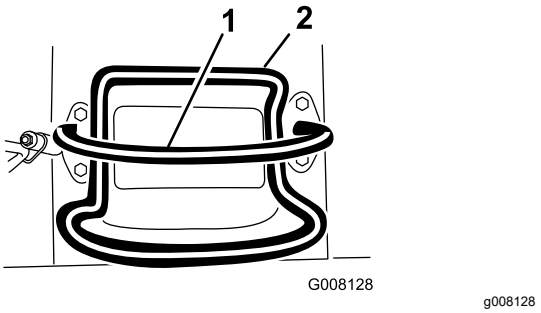

Figuur 7
- Om de machine te stoppen, laat u de tractiebediening los (Figuur 7).